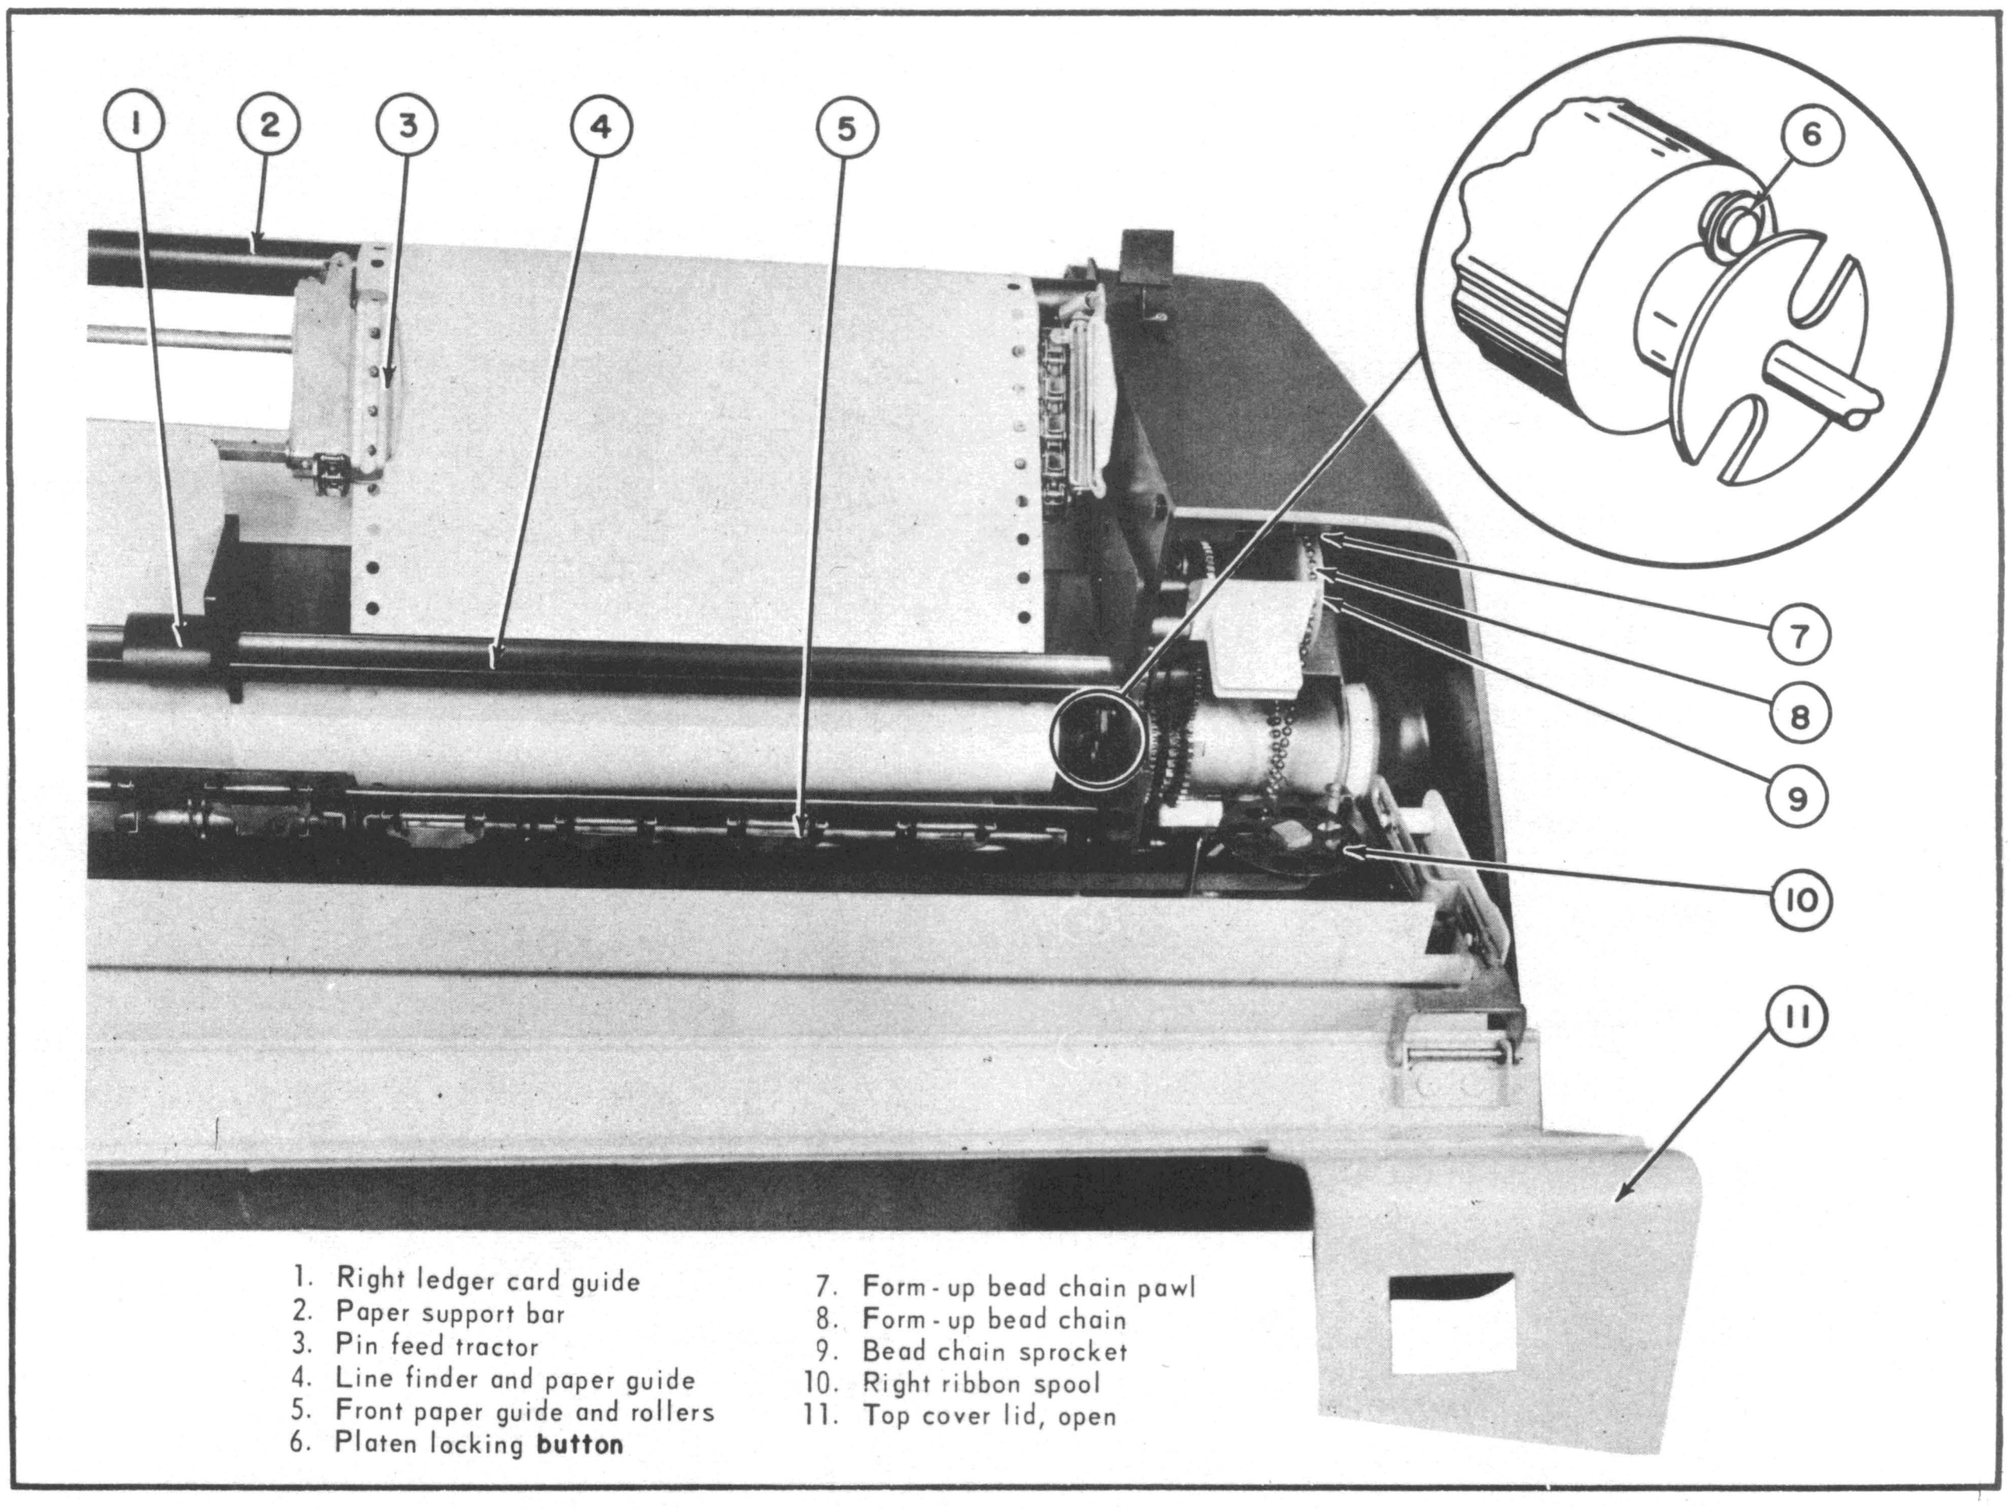

Figure 6.3
A. Pull the top cover of the printer away from the printer and swing it up and out. (Figure 6.3.)